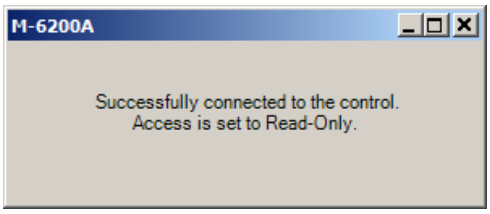

Figure 5-39 Successfully Connected Read-Only Access Screen
12. Select **OK**. TapTalk will briefly display the "Successfully Connected Read-Only Access" screen (Figure 5-39) and then display the connected version of the TapTalk Main Screen (Figure 3-13) with Read-Only permission.